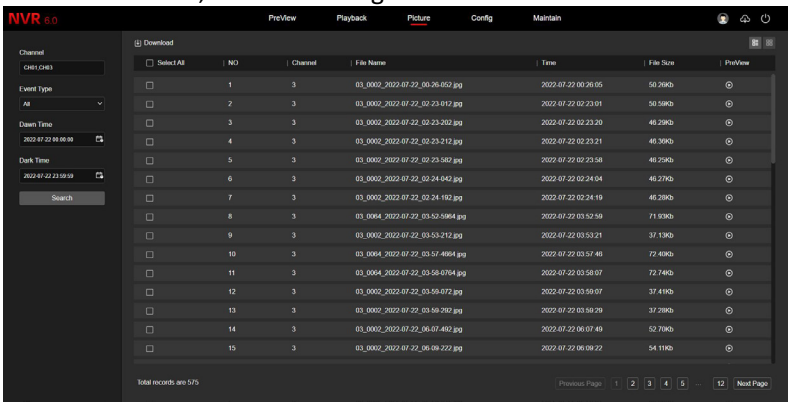

Figure 6-8
Steps 3: Click "Search", the searched image is displayed on the right side of the interface, as shown in Figure 6-8 below.
- **Details:** The image searched by clicking "" is displayed in the list asdetailed information, as shown in Figure 6-8 below.